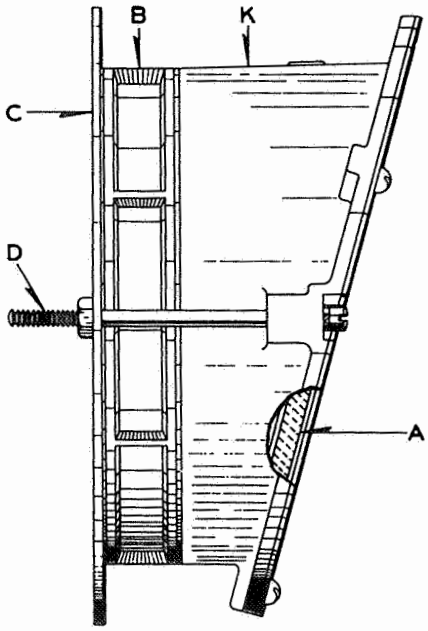

Fig. 1
Phankill units for Styles "N" and "N-2" signals are shipped out as shown in Figure 1, and consist of a flat inclined deflecting or plain cover glass "A" mounted in holder "K", adjustable ring "B", which contains a specially formed screen with close-up deflecting prism "G" and sheet metal ring "C", all clamped together with screws "D". The nuts on screws "D" are for shipping purposes only and are to be discarded when unit is installed.
3. Install in its place ring "C", Figures 1 and 2, which is furnished with the unit, using the same three screws "H" which originally supported ring "F". When doing this, care should be exercised that the front lens of the signal is not disturbed. Additional putty or Vulcatex compound between lens and new ring "C" should be used if found necessary.